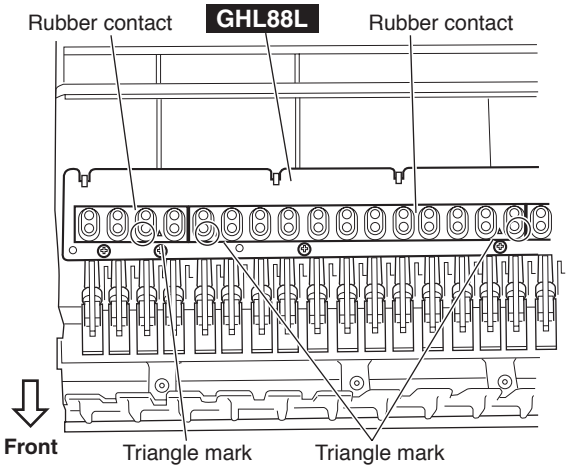

Fig. 21
* ***A triangle mark (△) on the rubber contact must face the front. (Fig. 21)***